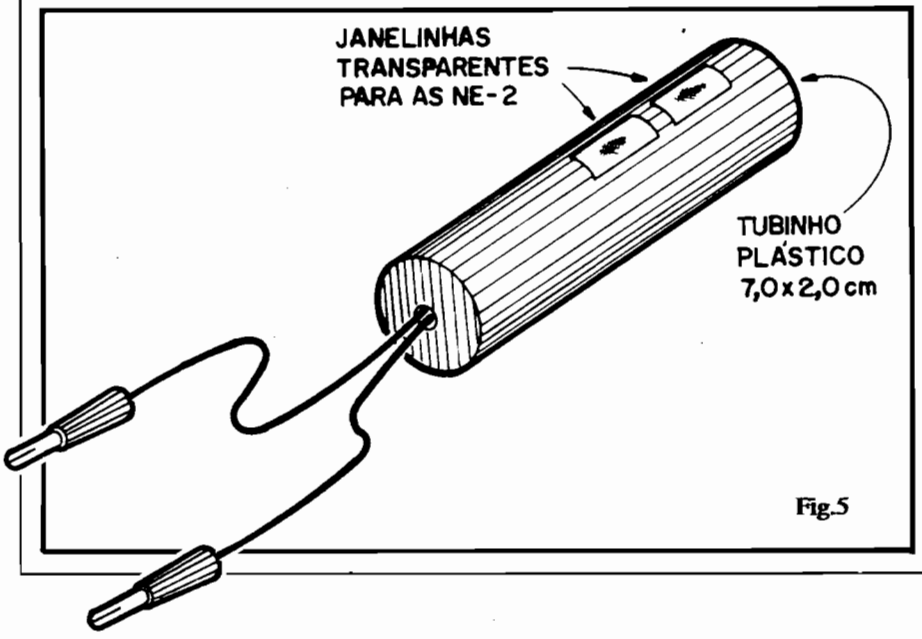

Fig.5
- **FIG. 5** - "Jeitão" final recomendado para o MITCA... O acabamento e encapsulamento ideal devem ser feitos a partir de um tubinho de plástico, medindo cerca de 7,0 x 2,0 cm. (dimensões um pouco maiores, não farão diferença...), de preferência originalmente **transparente**. Duas "janelas" devem ser cuidadosamente marcadas sobre as posições internamente ocupadas pelas lampadinhas de Neon. Cobrindo-se provisoriamente essas "janelas" com fita adesiva, fita "crepe" ou fita isolante, o conjunto pode então ser pintado (preto fôsco é uma boa...) usando-se um esmalte em **spray**, por exemplo... Depois de seca a tinta, basta remover as proteções das "janelas" para que o conjunto assuma um "ar" elegan-